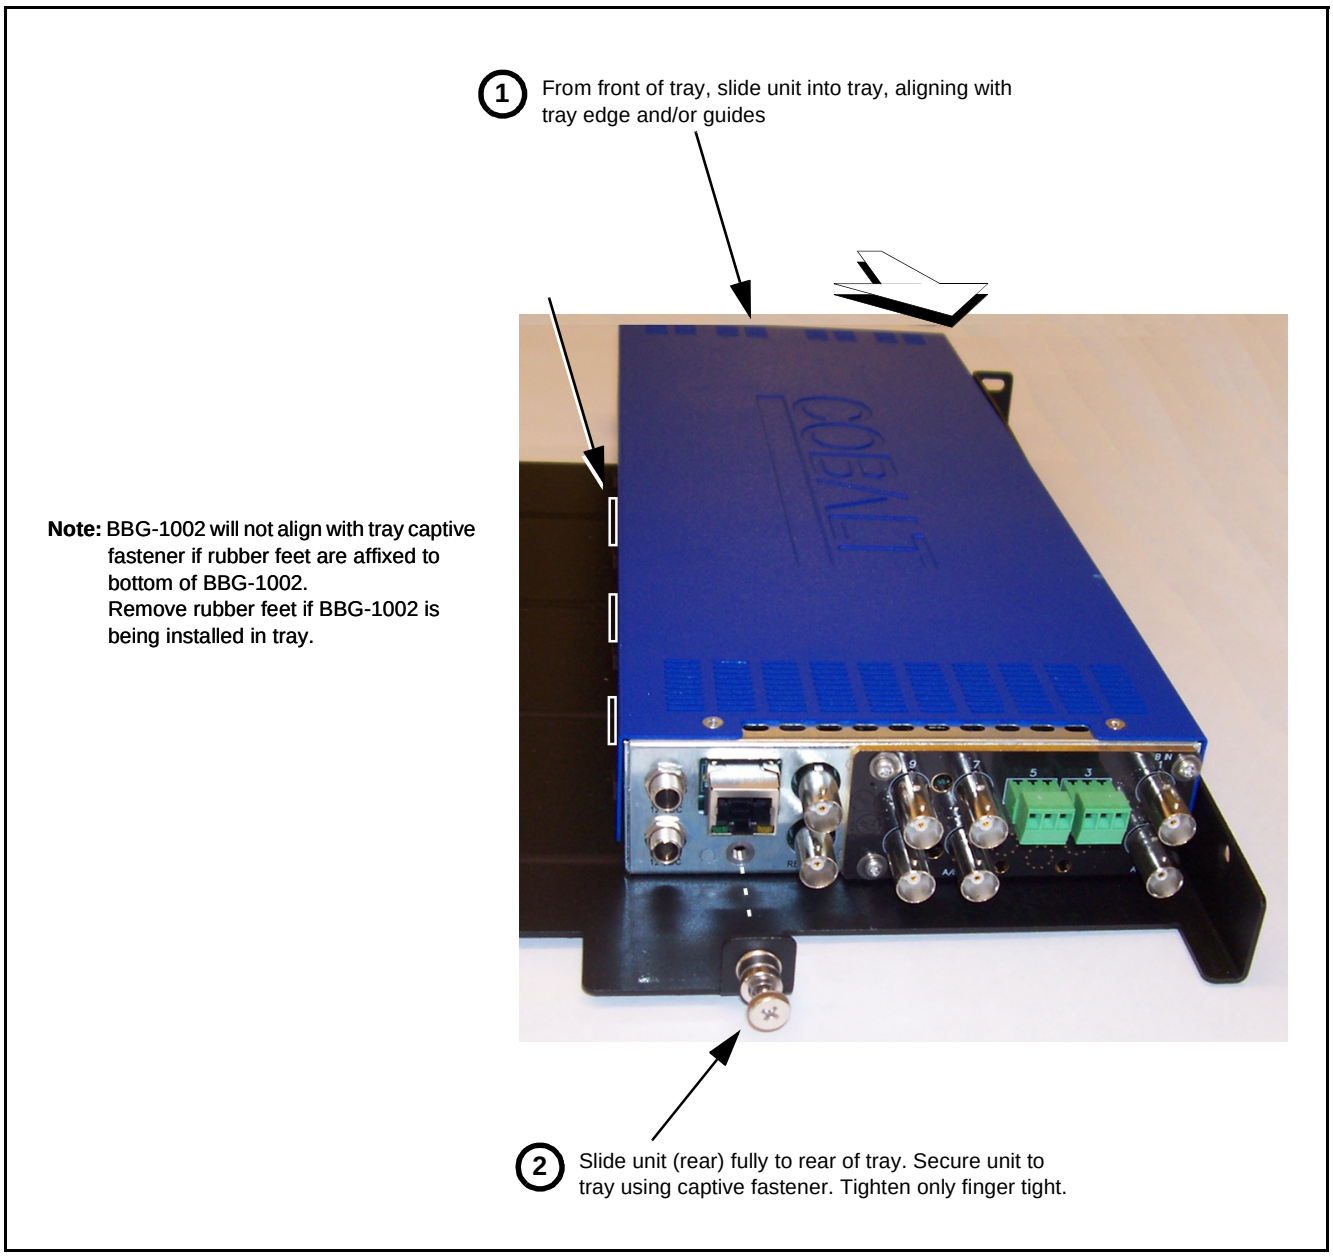

Figure 2-1 Mounting BBG-1002-UDX Using Frame Mounting Tray
1. If installing BBG-1002-UDX using optional frame Mounting Tray BBG-1000-TRAY, install BBG-1002-UDX in tray as shown in Figure 2-1.